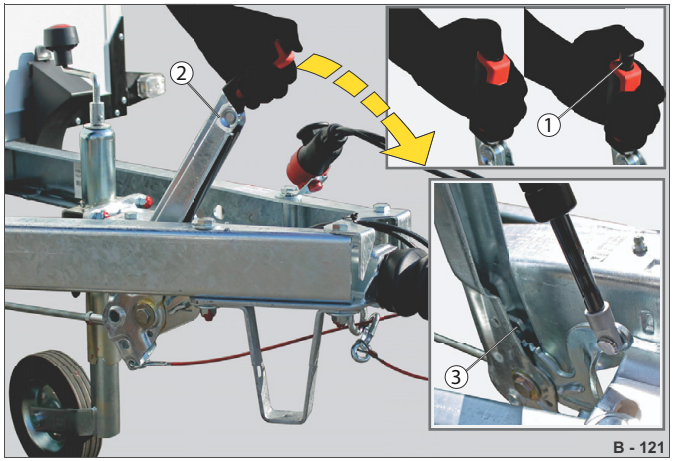

Abb. 90 Uvolnění ruční brzdy
▶ Zatáhněte páčku ruční brzdy (Abb. 90/2) lehce nahoru a zároveň stiskněte uvolňovací tlačítko (Abb. 90/1).
Ozubení se uvolní ze zablokování (Abb. 90/3).